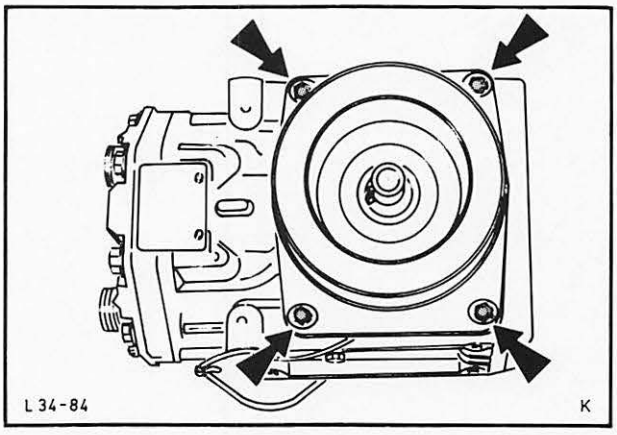

Abb. 53 Feldwicklung am Kompressor anschrauben
8. Feldwicklung am Kompressor anschrauben, Abb. 53.